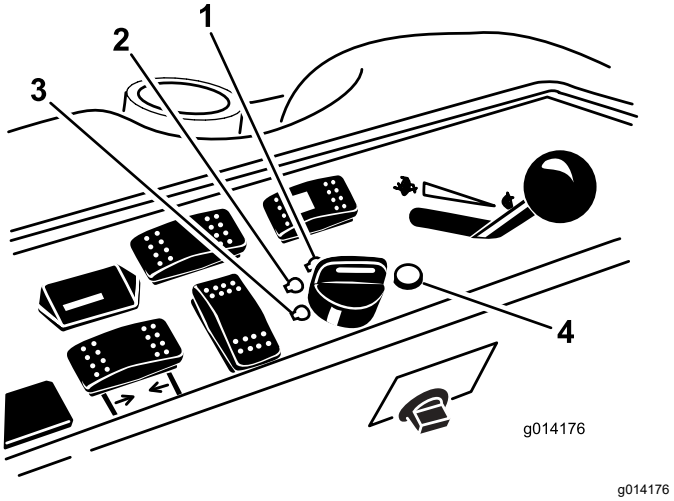

Figur 22
6. Vrid tändningsnyckeln medsols till KÖRLÄGET (Figur 22).